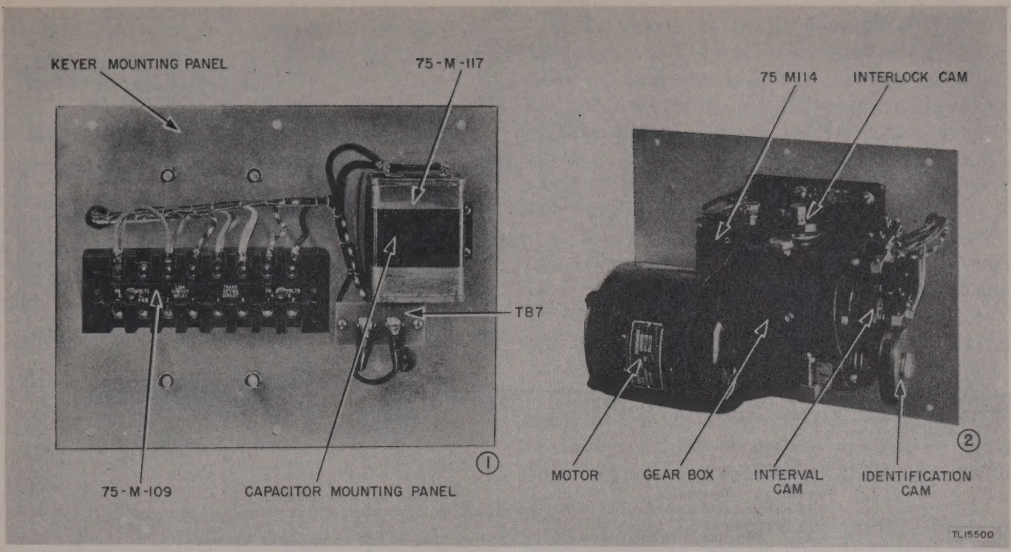

Figure 58. Radio range keyer: ① Front view; ② Rear view.
51. CARE OF THE KEYER CONTACTS (Figs. 58, 59, 60, 61, and 62.)